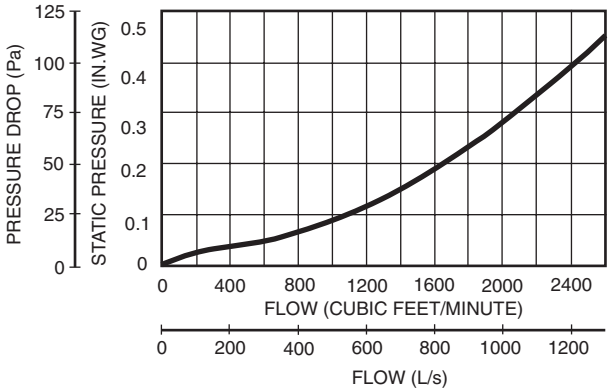

**Fig. 41 — EconoMi$er Barometric Relief Capacity**
6. See Fig. 41 for barometric relief damper characteristics.